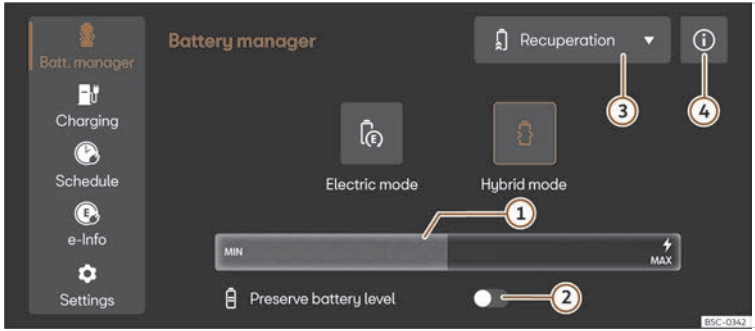

Fig. 123 In the infotainment system: Battery manager menu
- Select **Electric Mode** or **Hybrid Mode** in the infotainment system. Further information about the operating mode can be found in ⓘ ››› **Fig. 123** ④.
Key to ››› **Fig. 123**: